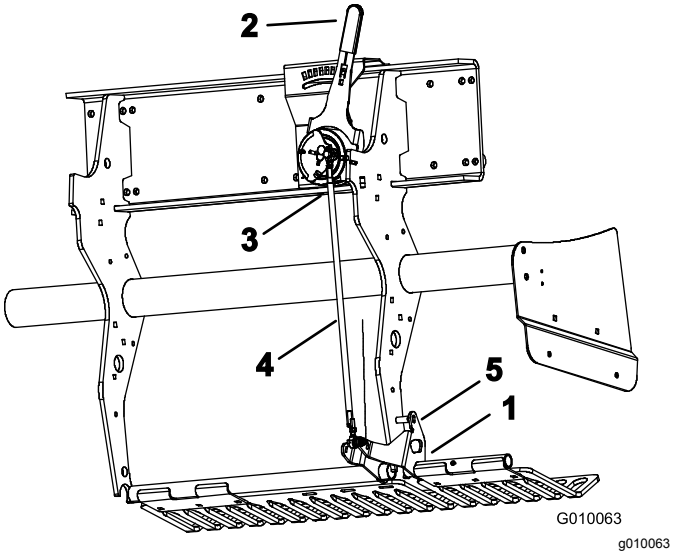

Rysunek 59
2. Obracaj lewy wspornik montażowy osłony od darni (Rysunek 59) w górę, aż można będzie włożyć trzpień blokujący (kołek lub śruba nawiercana 5/16) między wspornik i rurę ustawiania głębokości przyspawaną do ramy.
3. Ustaw dźwignię głębokości (Rysunek 59) w położeniu H (najgłębiej).
4. Odłącz zewnętrzny przełącznik kulowy (Rysunek 59) od wiązki przewodów (przełącznik opuszczania głowicy).
5. Odkręć przeciwnakrętki (lewą i prawą) cięgna regulacji głębokości (Rysunek 59).